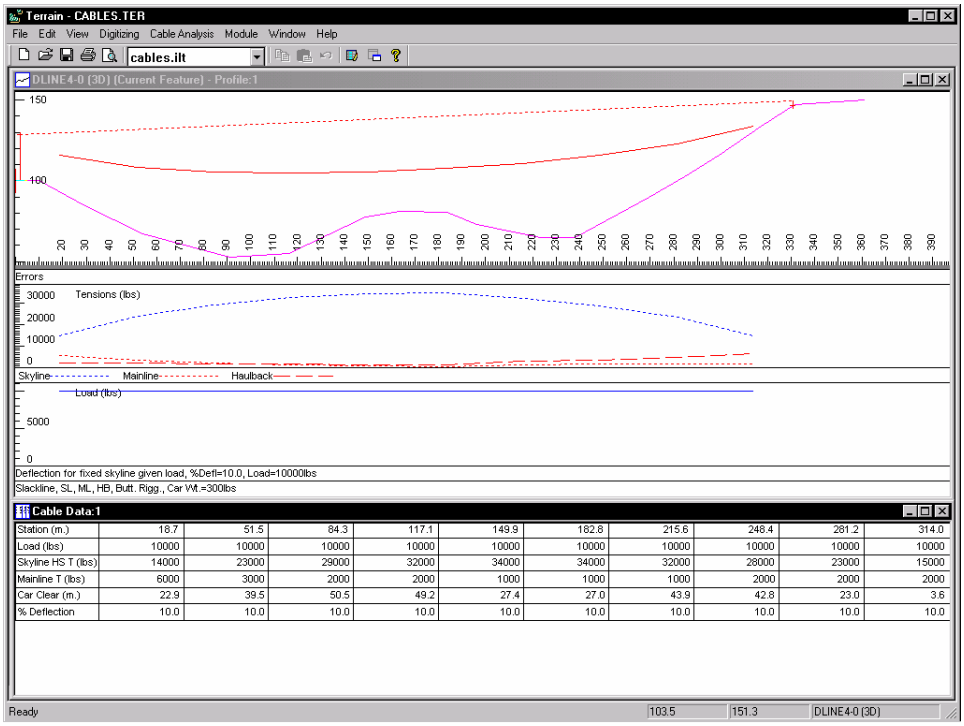

Figure 14.5 Deflection Analysis With Deflection For Fixed Skyline Given Load Option.
10. To investigate *Deflection for fixed skyline given load* option, open Cable Analysis | Calculation Parameters. Note *load* and the *%Deflection* can be user defined. Press OK to accept changes. The screen should now appear similar to Figure 14.5.